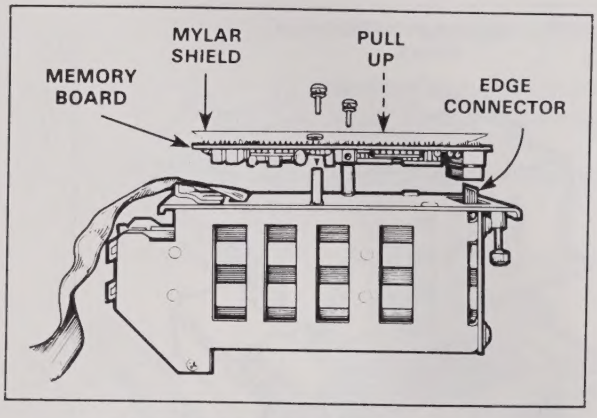

Figure 3. Memory Board Removal
7. Remove the two Phillips-head screws and armite or mylar shield from the memory board (see figure 3). Retain the washers and screws for reassembly.
8. Pull the memory board straight up to unplug it from the card edge connector (as shown in figure 3).
1. Plug the memory board into its card edge connector until it is firmly seated (see figure 3).